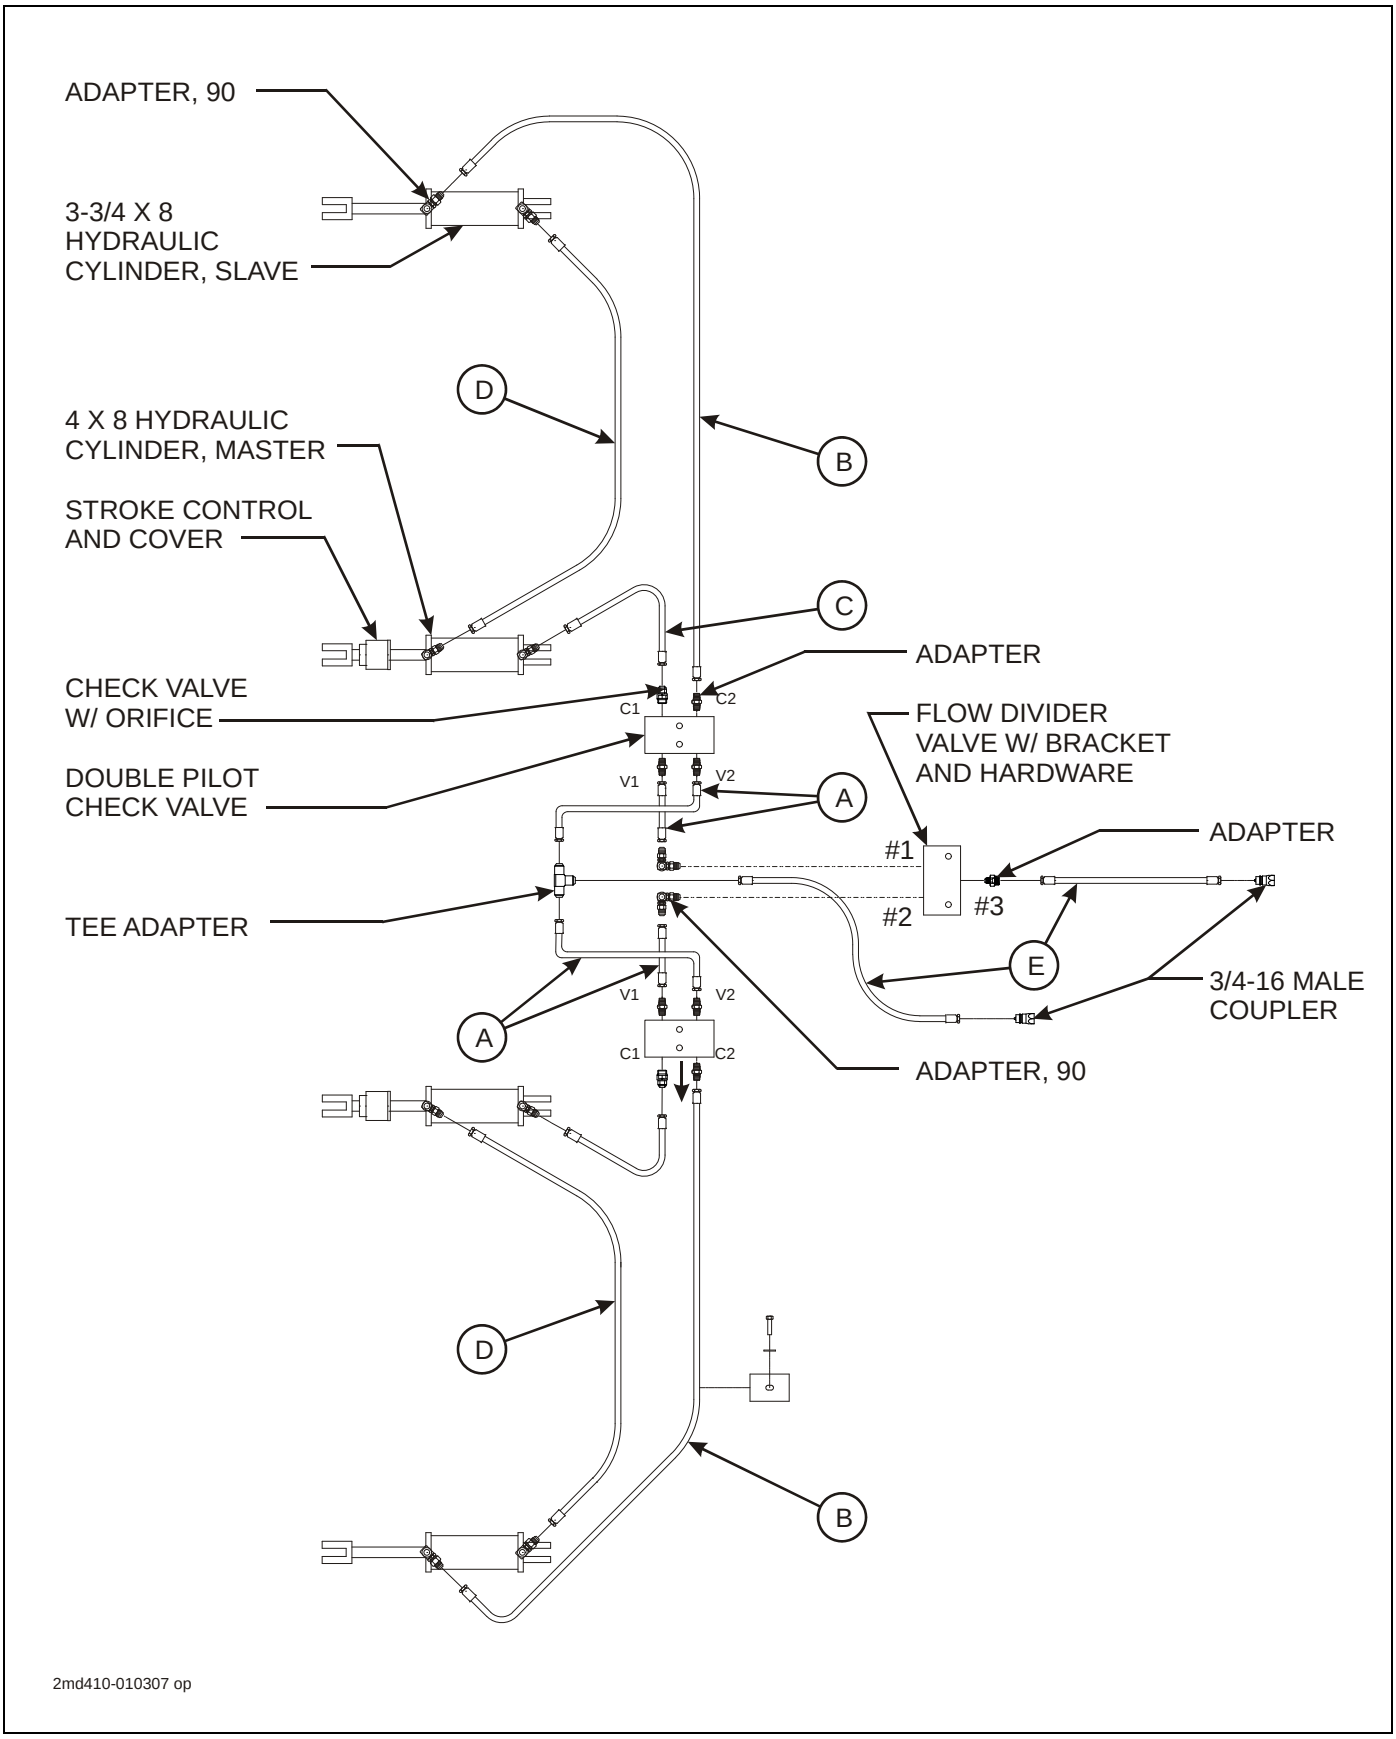

**Figure 3-8: Hydraulic Lift Assembly - Fold Models**
*Always adjust the slave cylinder extended length to measure the same as the master cylinder to allow the unit to operate level in the field* ***(See Table 3-2 and Figure 3-8 .)***